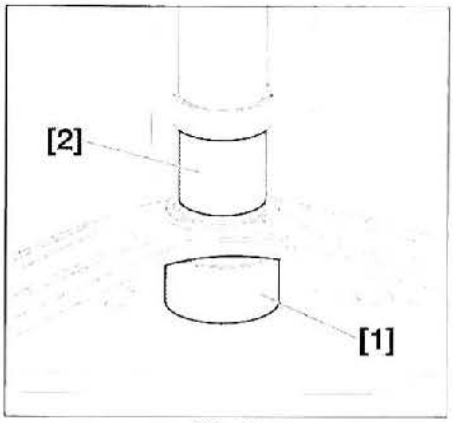

FIG. 13
• Colocar los útiles [1] y [2] (campana de apoyo ref. 0621.N, tapón de montaje ref. 0621.M) en la articulación elástica **(fig. 13).**